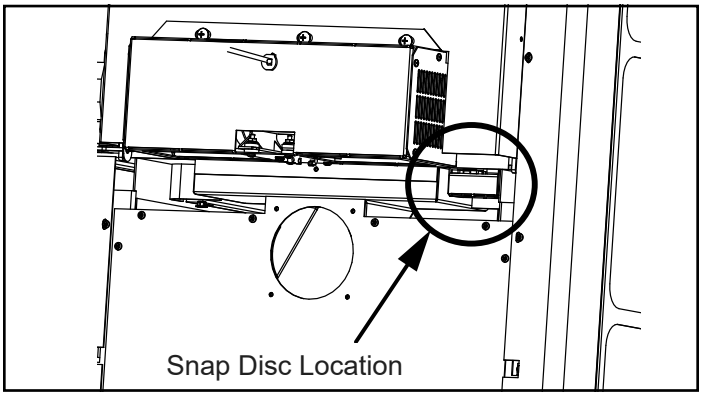
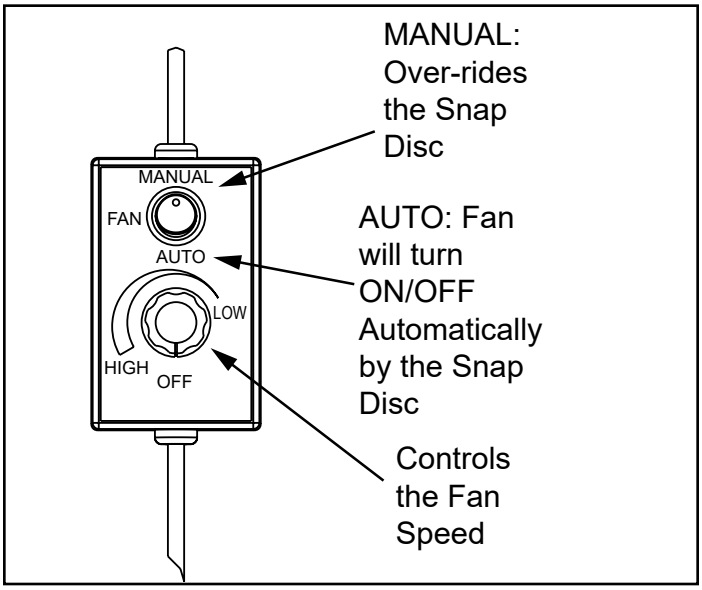

Figure 13.1
Figure 13.2
3. **Snap Disc Location:** If you find the blower coming on and off at undesirable temperatures, relocate the snap disc to another location in the designated zone on the back of the appliance (**Figure 13.1).** There is a manual over-ride switch to deactivate the snap disc, if necessary **(Figure 13.2)**.